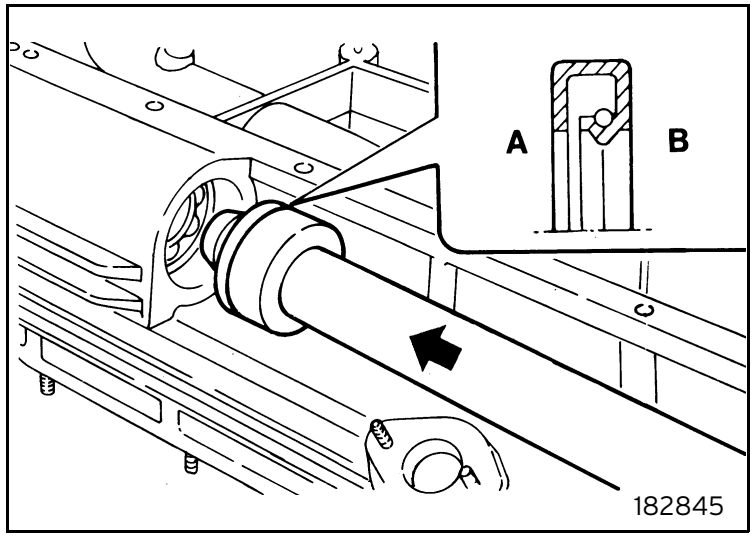

Fig. 45
- Use a suitable block to fit the drive input shaft seal (figure 45).